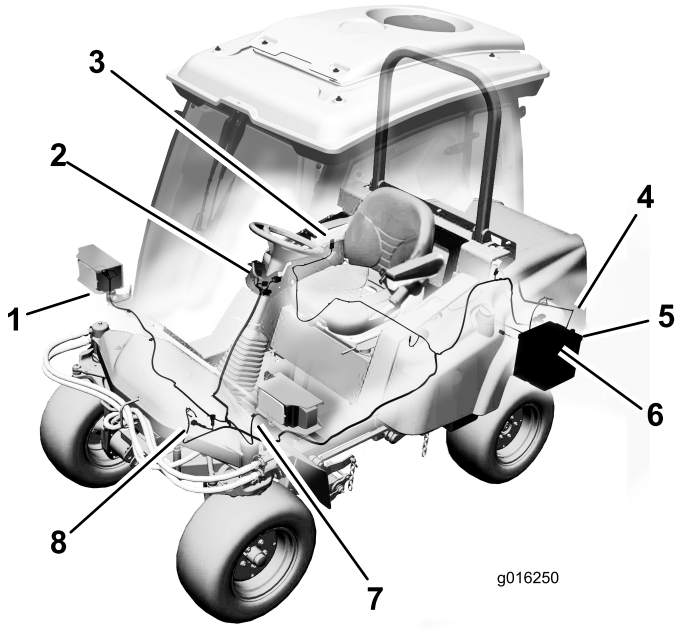

Bild 12
- Verlegen Sie die Kabelbaumanschlüsse für den linken und rechten Scheinwerfer vorne am Fahrzeugboden zu jedem Scheinwerfer (Bild 12).
- Verlegen Sie den Kabelbaum zur Hupe und schließen Sie die zwei Kabel an den Anschlussklemmen an (Bild 12).
- Heben Sie das Armaturenbrett an und ermitteln Sie den mit **Accessory** beschrifteten Kabelbaumanschluss (Bild 12).
- Verlegen und schließen Sie den kleinen Kabelschuh am Kabelbaum am Erdungsblock an (Bild 12).
- Verlegen Sie den Kabelschuh am Kabelbaumzum Pluspol (+) der Batterie und schließen ihn an (Bild 12).
4. Rückleuchtenanschluss (2)
- Verlegen Sie den Kabelbaum entlang des vorhandenen Kabelbaums und des Rahmenrohrs zum linken Rückleuchten-Kabelbaum (Bild 12). Stecken Sie den Kabelbaumanschluss in den Lampenkabelbaumanschluss. Befestigen Sie den